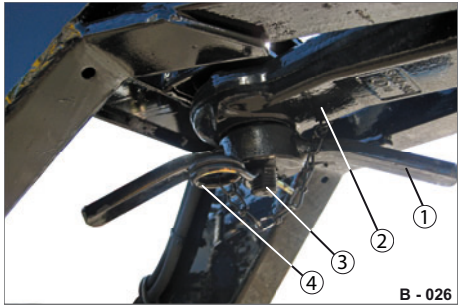

Abb. 37 Befestigung (von unten)
- ▶ Ziehen Sie den Federstecker (Abb. 37/4) aus der Befestigungsschraube (Abb. 37/3) heraus.
- ▶ Schrauben Sie die Flügelmutter (Abb. 37/1) ab und entfernen Sie die Befestigungsschraube (Abb. 37/3).